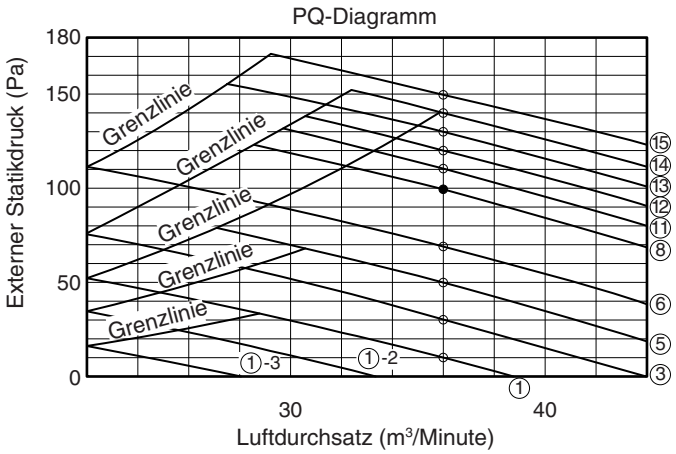

Abb. 8-2
(2) Die Funktionsprüfung ist innerhalb von etwa drei Minuten abgeschlossen, wenn die Einstellungen korrekt vorgenommen wurden. Außerhalb des Einsatzbereichs liegende Einstellungen werden geändert (maximal 30 Minuten). Sollte der Lauf auch nach 31 Minuten noch nicht beendet sein, prüfen, ob die Luftdurchflussgeschwindigkeit auf “H” eingestellt ist oder nicht.
(3) Einzelheiten hinsichtlich der Beziehung zwischen dem Wert von Code “b0” und dem externen Statikdruck siehe Tabelle 8-2 und Abb. 8-2.
(4) Hinweis 4 Bei Einrichtung für Gruppensteuerung (Steuerung mehrerer angeschlossener Inneneinheiten mit einer Kabelfernbedienung) stellen Sie jede Inneneinheit auf Code “b0” ein.
- **Prüfen Sie unbedingt, ob der externe Statikdruck innerhalb des Einsatzbereichs liegt, und nehmen Sie dann die Einstellung vor. Nichtbeachtung dieses Punkts kann einen zu geringer Luftdurchsatz und Wasseraustritt zur Folge haben. Der Einstellbereich für den externen Statikdruck ist in Abb. 8-2 aufgeführt.**
3. Schließen Sie den zutreffenden Kurzschlussstift in Übereinstimmung mit dem gewählten angeschlossenen Kurzschlussstift kurz (Abb. 8-2).
Beziehen Sie sich auf Tabelle 8-2 sowie Abb. 8-2 und wählen Sie einen Wert zwischen "0001" und "0015".